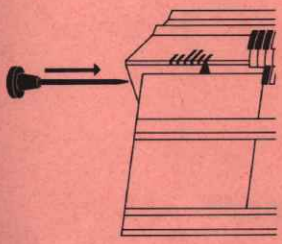

Fig. 7
7) Sicherungsbolzen rechts und links von der Seite her in die Oeffnungen am hinteren Bett einsetzen. Fig. 7 .